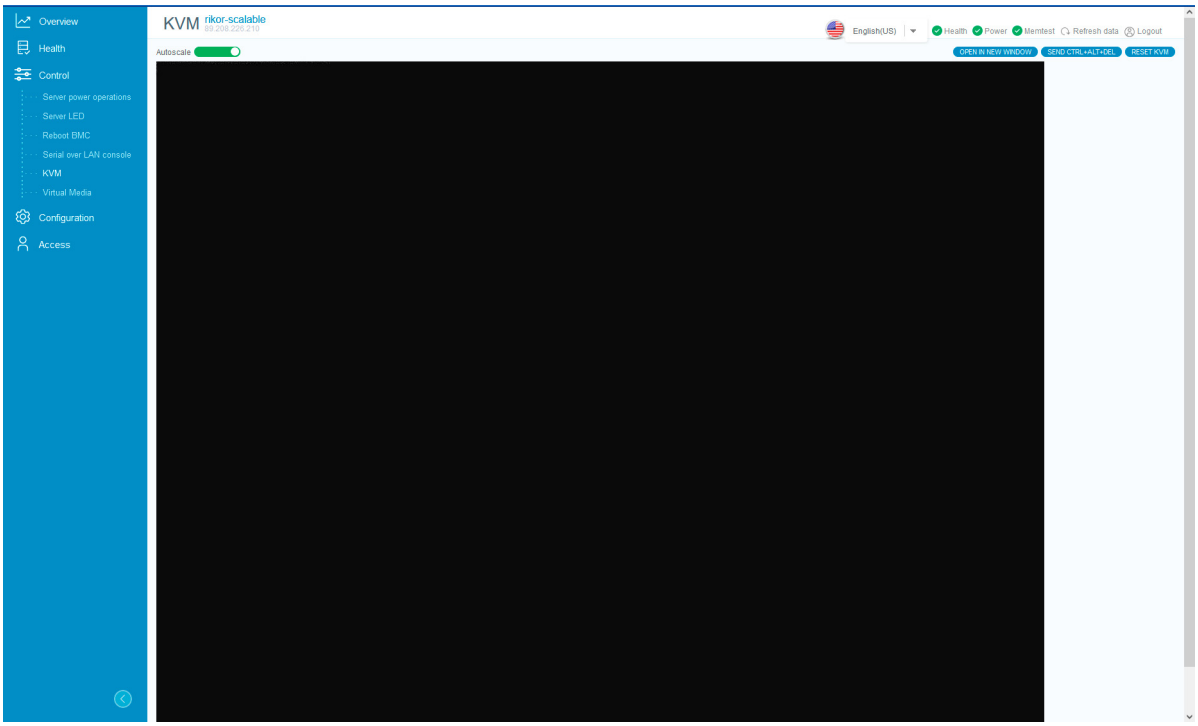

Рис. 79. Окно «KVM»
6) Пройдите во вкладку «Control» → «KVM» в данной вкладке осуществляется удаленное управление BIOS. Окно показано на рис. 79 Окно «KVM»